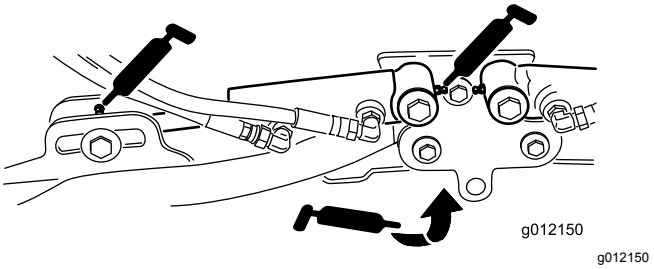

**Figur 44**
- Klippenhetens lyftarmscylindrar (2 var) (Figur 44)
- Lyftarmens svängtappar (1 var) (Figur 44)